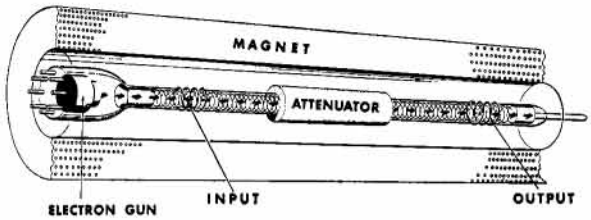

Figure 1. Construction of the *-hp-* Traveling-Wave Tube showing input and output coupling helices and attenuator helix.
-hp- engineers developed a simple new broad band coupling method employing helices *(Figure 1)*. There is no mechanical connection to the inner helix, yet full energy transfer is effected. The difficulties in previous experimental amplifiers using multi-element networks, taper or vacuum leads have been overcome through use of matching helical couplers at both input and output ends of the tubes. A similar helix is used for a coupled attenuator which surrounds the central portion of the tube, preventing amplified energy causing regeneration.